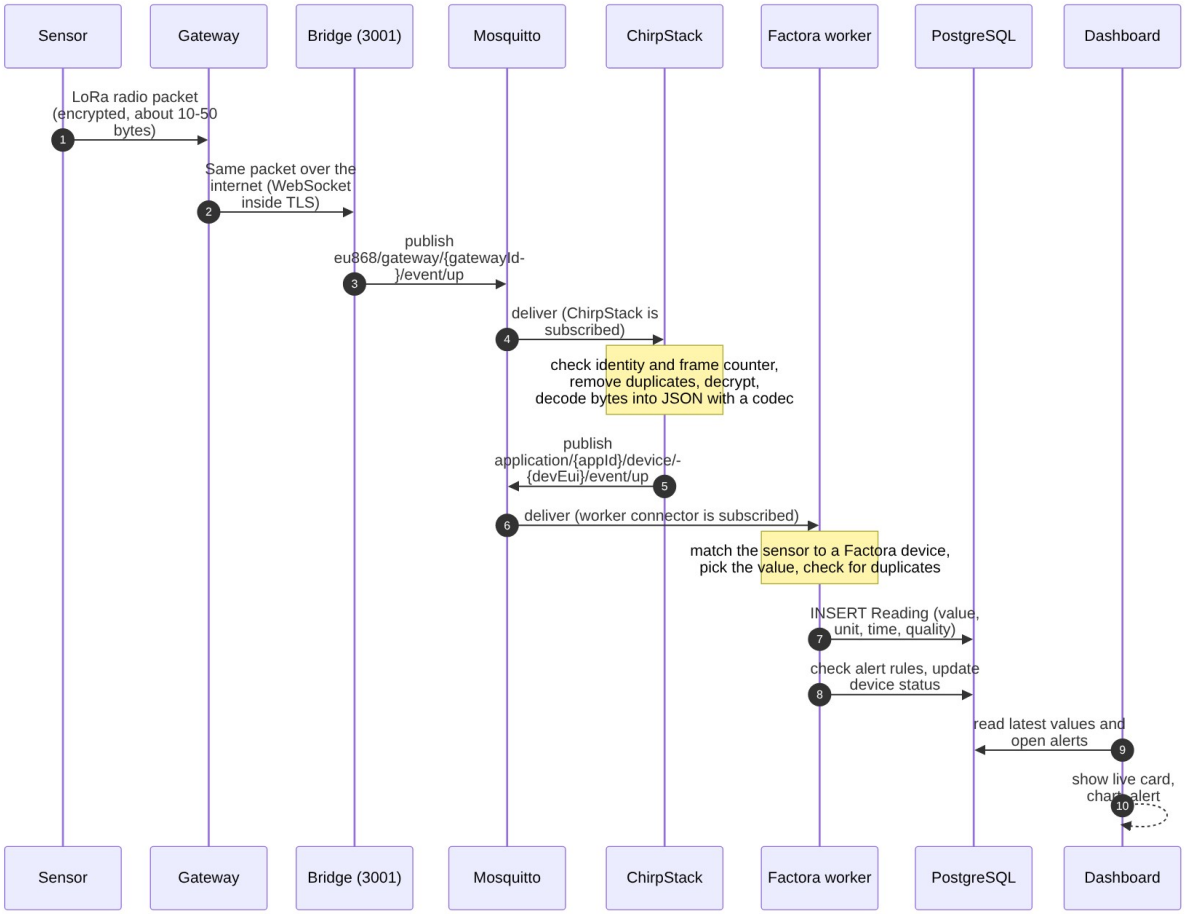

Figure 2. The journey of one reading, from radio packet to dashboard. The written steps below explain each hop.
- Figure 2. The journey of one reading (section 2)